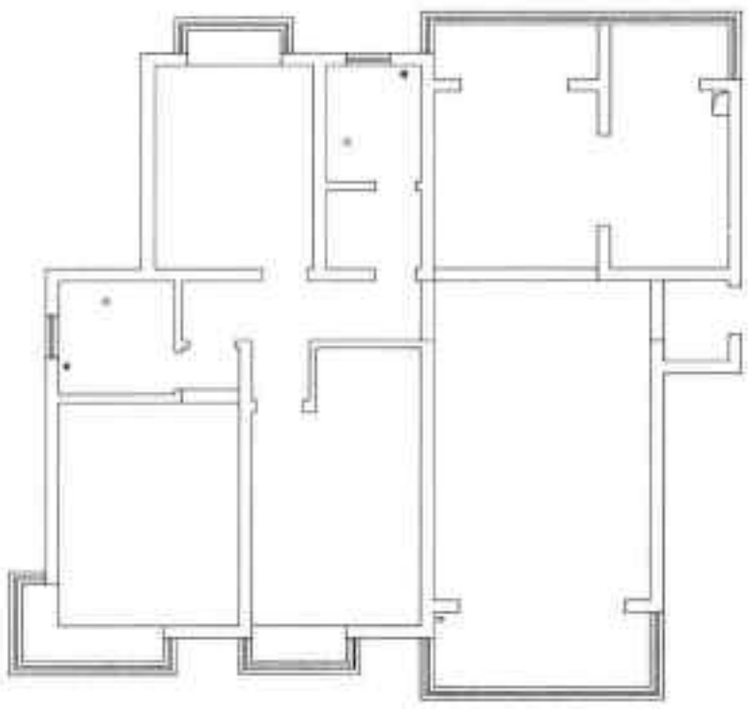

图19-14 偏移房梁线
Step 09 执行“偏移”命令，设置偏移距离为 240mm，偏移出梁的宽度，如图 19-14 所示。